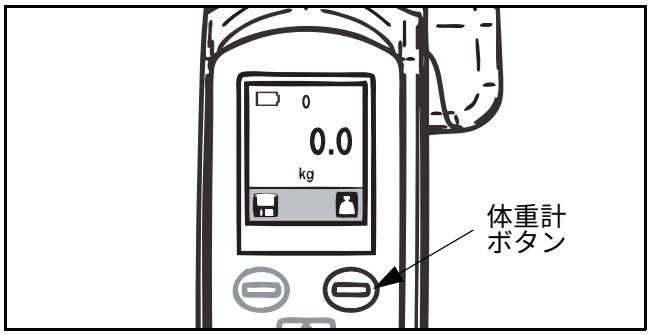

図 66
1) 体重計ボタンを押してゼロの読み取り値を表示させます （図 66 を参照）。